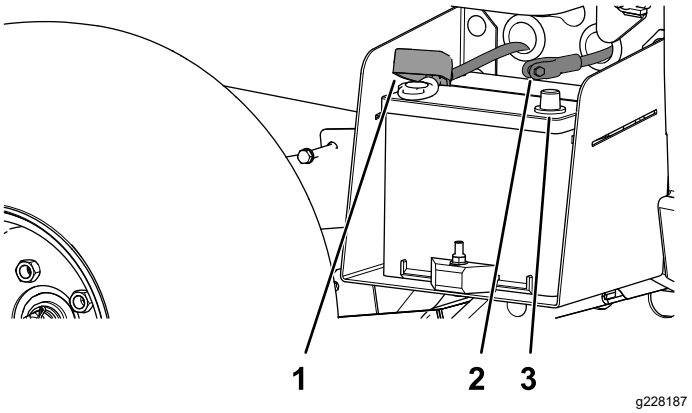

Figura 5
3. Conecte el cable positivo (rojo) al borne positivo (+) de la batería y sujete el cable con los pernos y las tuercas (Figura 5).